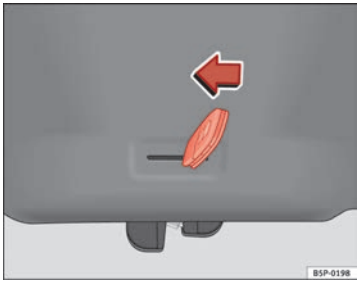

Fig. 66 Tailgate: emergency open
– Insert the key in the groove and unlock the locking system, turning the key from right to left, as shown by the arrow ⇒ fig. 66.